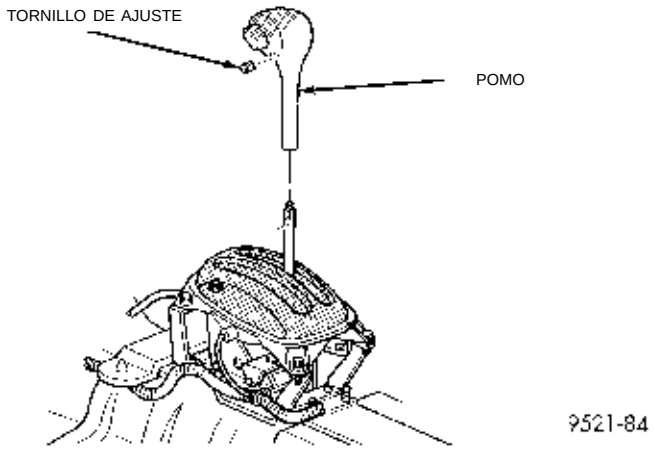

Fig. 207 Empuñadura del cambio de marchas
(1) Desconecte y aísle de la batería del vehículo, el cable negativo (-).
(2) Retire el conjunto de consola. Consulte el Grupo 23, Carrocería.
(3) Retire el tornillo de ajuste del pomo del cambio de marchas y el pomo. (Fig. 207).